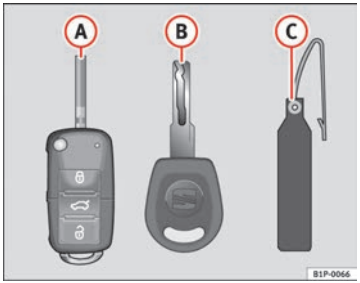

Fig. 41 Juego de llaves
- una llave con mando a distancia ⇒ fig. 41 (A)
- una llave sin mando (B),
- un llavero de plástico* (C).